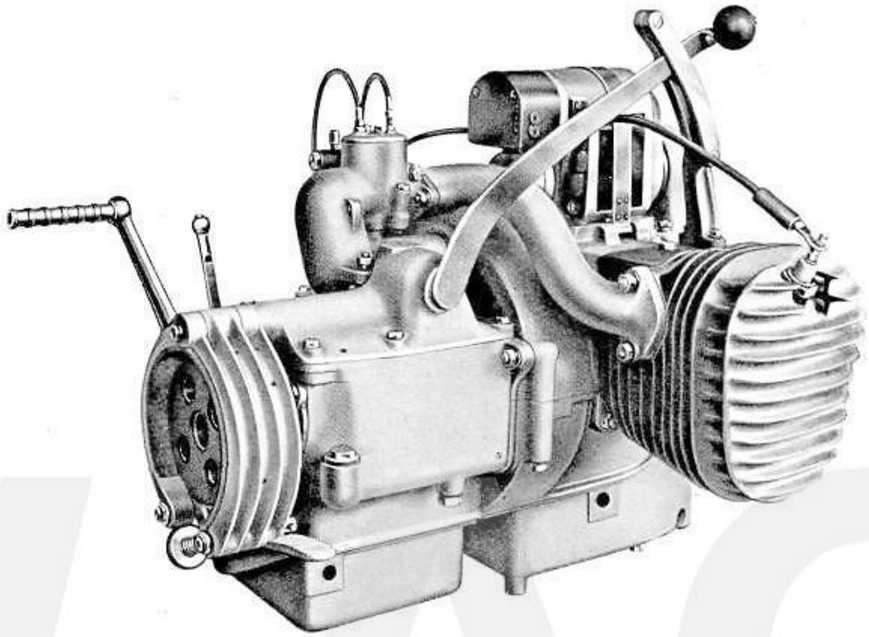

Abb. 4 Motor des Tourenrades
1. Allgemeines: Die bewährte Bauart, Motor mit Kupplung und Getriebe in einem Block zu vereinigen, wurde auch bei diesen Baumustern beibehalten (Abb. 4 und 5). Seine Befestigung erfolgt auf den Untergurten des Preßrahmens mittels durchgehender Verbindungsbolzen, nach deren Lösen der ganze Block abgenommen werden kann. Dies ist aber nur bei vollständiger Überholung erforderlich.